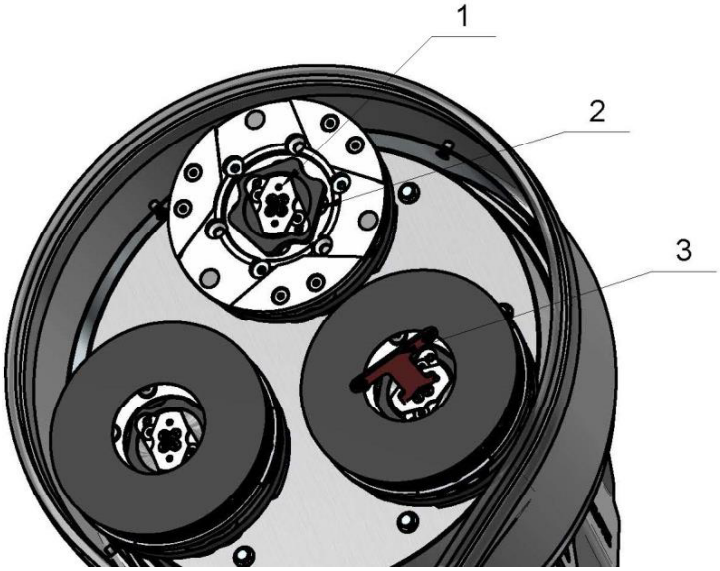

Figure 4.1
WARNING: Always Secure the Quick Change tools with the security plate (2) (Fig.4.1), lock with the tool holder key (3) and make sure that the butterfly (1) is securely locked at 90 degrees. Diamond tools with Velcro are attached on three foam plates (7 inch). The foam plates are mounted on the key lock (butterfly). Always use the tool holder key .